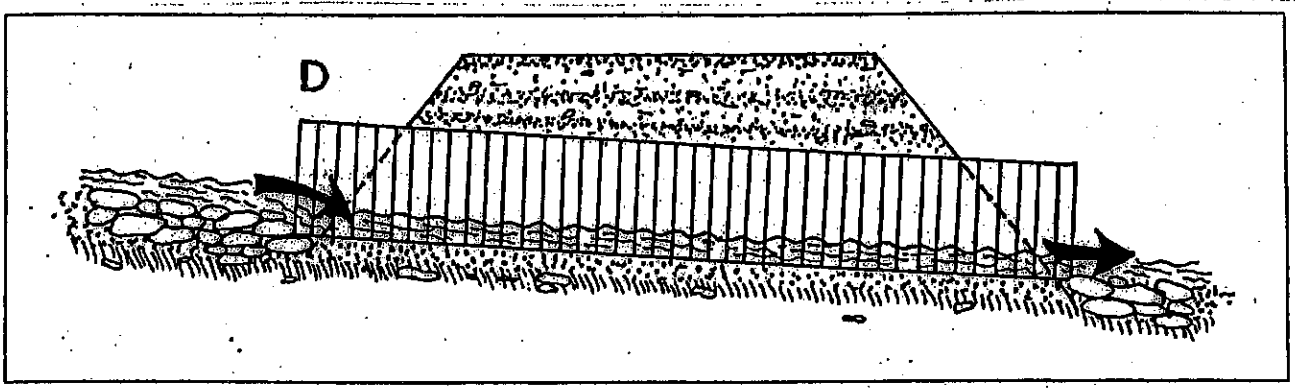

Figure 69d. Placed correctly (D), the culvert is set slightly below the original stream grade and protected with armor at the inlet and outlet.
3. Culverts will be set slightly below the original stream grade so that the water drops several inches as it enters the pipe. (See Figure 69d.)